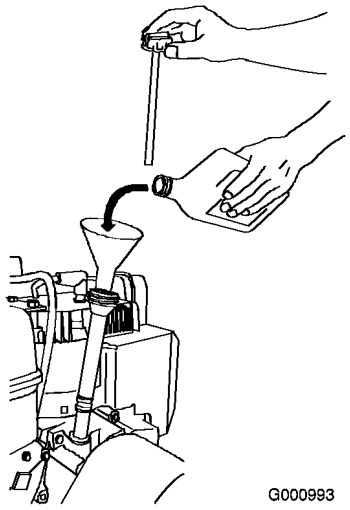

Bild 42
2. Nehmen Sie den Peilstab heraus und prüfen Sie den Ölstand (Bild 42). Füllen Sie Öl nach, wenn der Ölstand unter Auffüll-Marke am Peilstab steht. Siehe Auffüllen des Motors mit Öl.